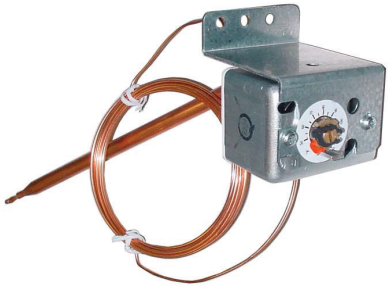

Figure 15. Unit-Mounted Ductstat
- **Ductstat with capillary tubing (option AG3):** The unit-mounted ductstat (see **Figure 15**) has an adjustable range of 0°F to 100°F (–17.8°C to 37.8°C) with a fixed differential of 3°F (1.7°C). The sensor is factory-set at 70°F (21.1°C). Due to different CFM settings and outside air temperatures, the average downstream outlet temperature may not match the ductstat setting exactly. After the installation is complete, adjust the setpoint of the ductstat to achieve the desired average outlet air temperature.